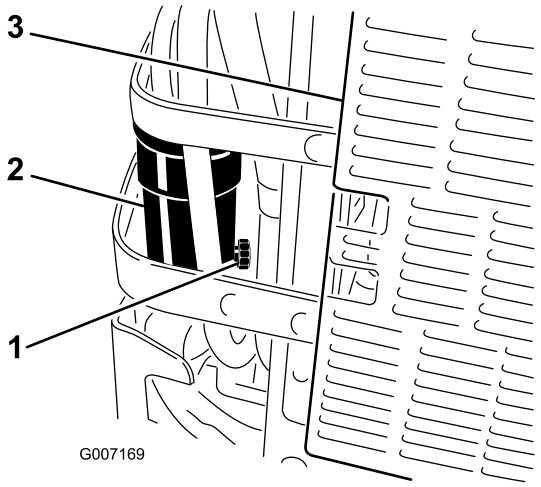

Figur 43
6. Åpne tømmefilteret på vannseparatoren ca. én omdreining slik at vann og andre kontaminanter tappes ut (Figur 43).
7. Steng tappeventilen når det kommer ut rent dieseldrivstoff (Figur 43).